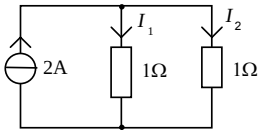
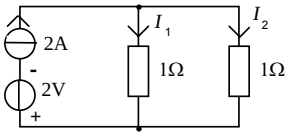

图 1
图 2
1. 把图 1 所示的电路改为图 2 的电路，其负载电流 I_1 和 I_2 将（　）。